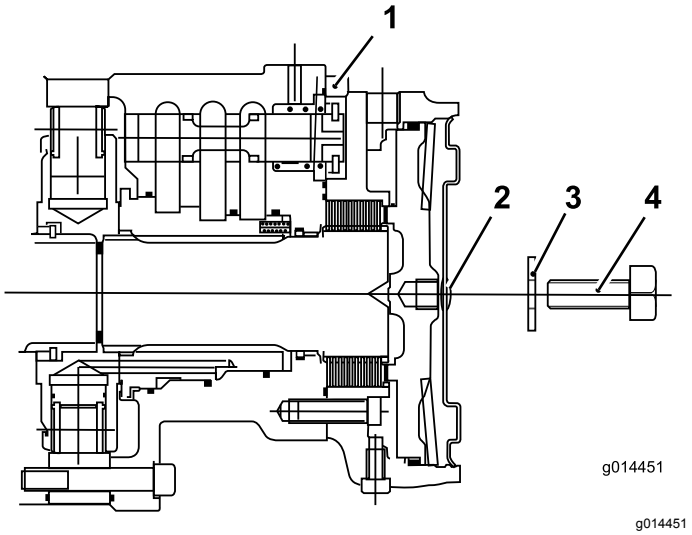

Figur 38
C. Monter den sekskantede prop på motorens endeplade (Figur 38).